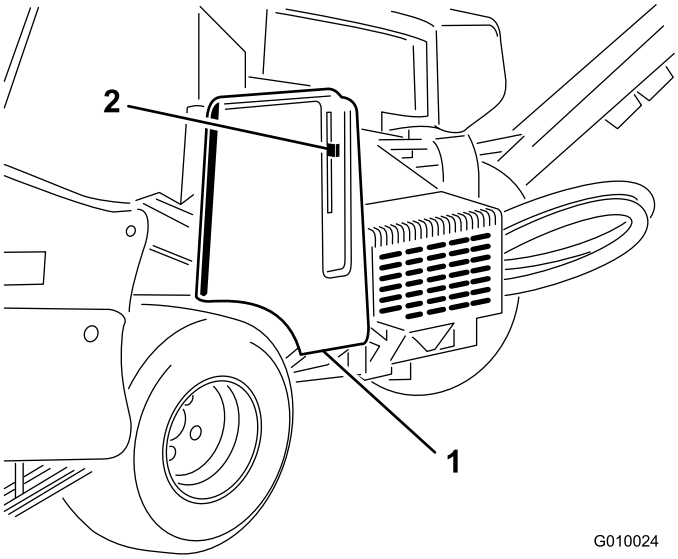
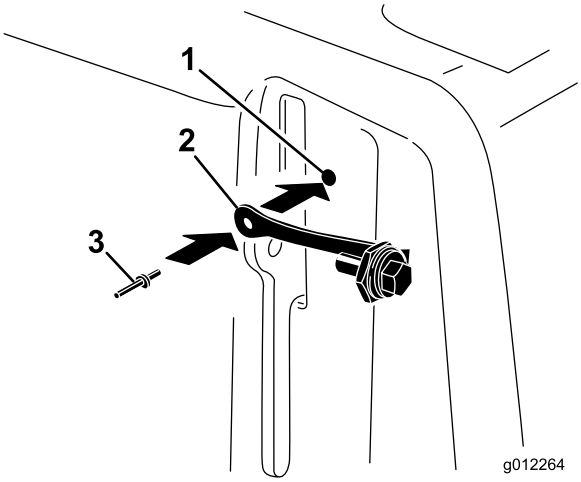

**Rysunek 8**
**Rysunek 9**
1. Zlokalizuj otwór w pokrywie paska, obok dźwigni zaczepu (Rysunek 8 i Rysunek 9).
2. Za pomocą otworu w pokrywie paska zamocuj zespół ściągacza, używając nitu zrywalnego (Rysunek 9).